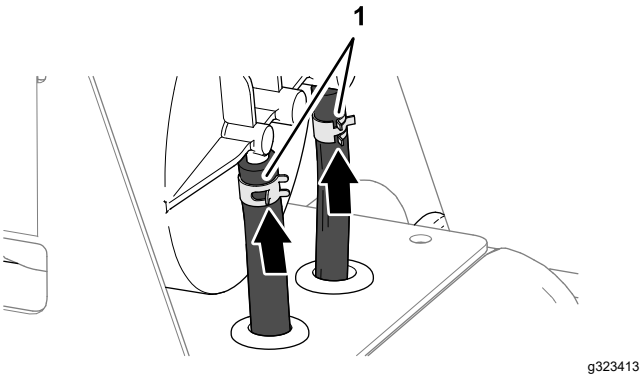

**Figur 91**
4. Fäst slangarna på kopplingarna med slangklämmorna (Figur 91).